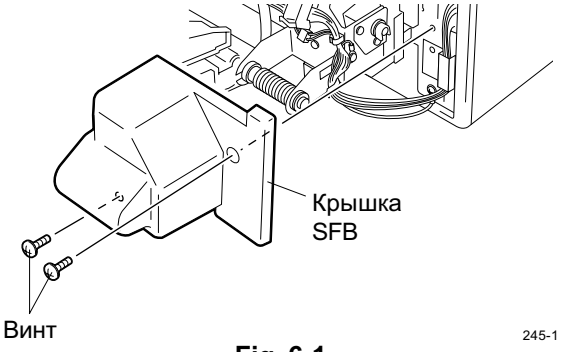

Fig. 6-1
1. Снимите крышку SFB. (см. Fig. 6-1)
1. Снимите узел петли SFB. (см. Fig. 6-1 по 6-4)